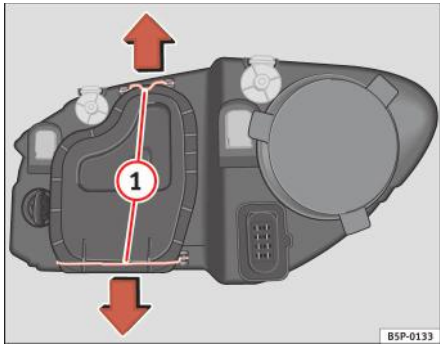

Fig. 164 Faza scurtă a farurilor
– Deplasați benzile de fixare ⇒ pagina 261, fig. 164 (1) în direcția indicată de săgeată şi scoateți capacul.